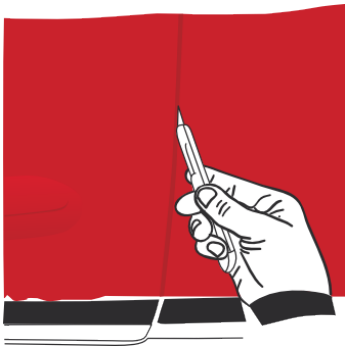

Figure 25
- Pour réaliser la découpe, la lame du cutter doit être placée contre le bord fin de la pièce à couvrir. Réaliser la coupe en restant toujours dans le prolongement de cette arrête, cutter incliné vers l'extérieur. (FIG. 25)